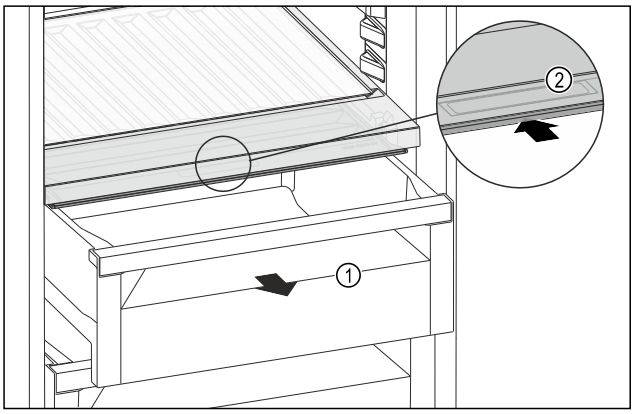

Fig. 171
▶ Schuifvak *Fig. 171 (1)* uittrekken.
▶ Greeplijst *Fig. 171 (2)* op het vakdeksel vastpakken en het vakdeksel gelijktijdig naar achteren schuiven.